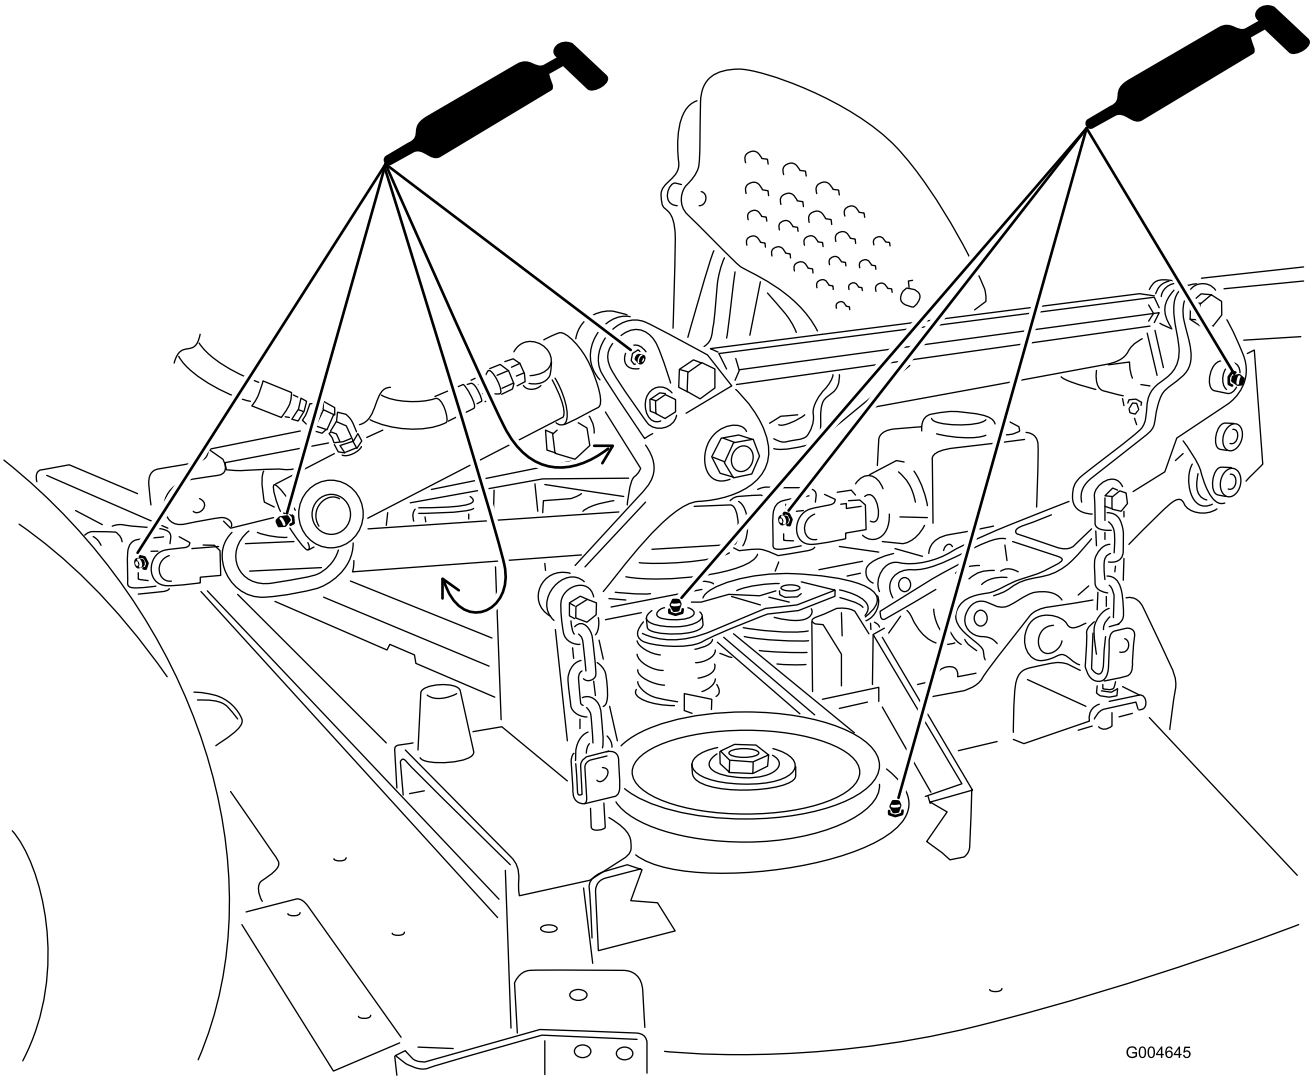

**Figur 39**
**Bemærk:** Når du smører kraftudtagsakslens U-samlinger (Figur 39), skal du sørge for at påføre fedt på akslens noter.